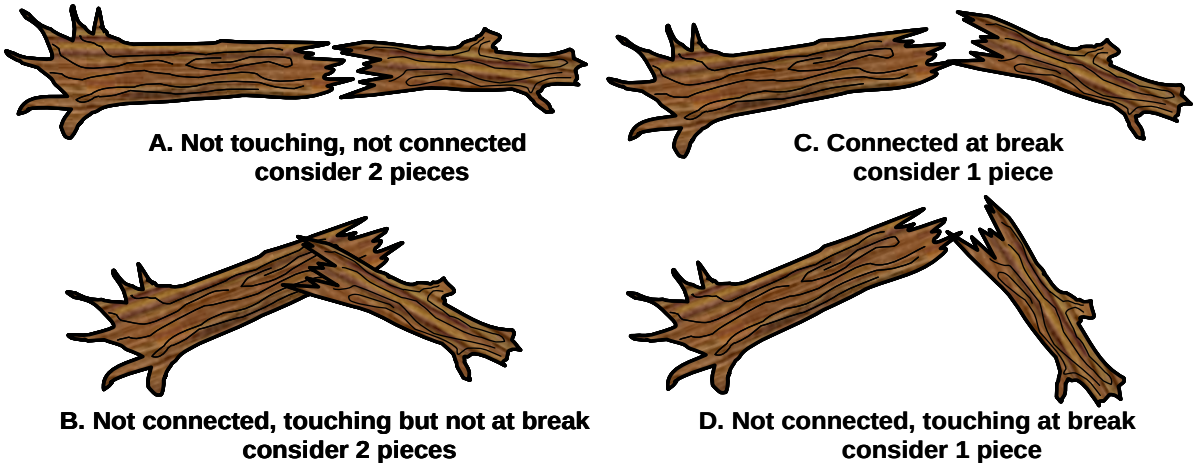

Figure 19— Variations of touching vs. not touching along the break.
e. Some pieces crack or break when they fall. Include the entire length when the two pieces are still touching at any point along the break (Only count as one piece if they are from the same original piece of wood). Treat them separately if they are no longer touching along the break. Count only the portion within the bankfull channel when they are no longer touching (fig. 19).